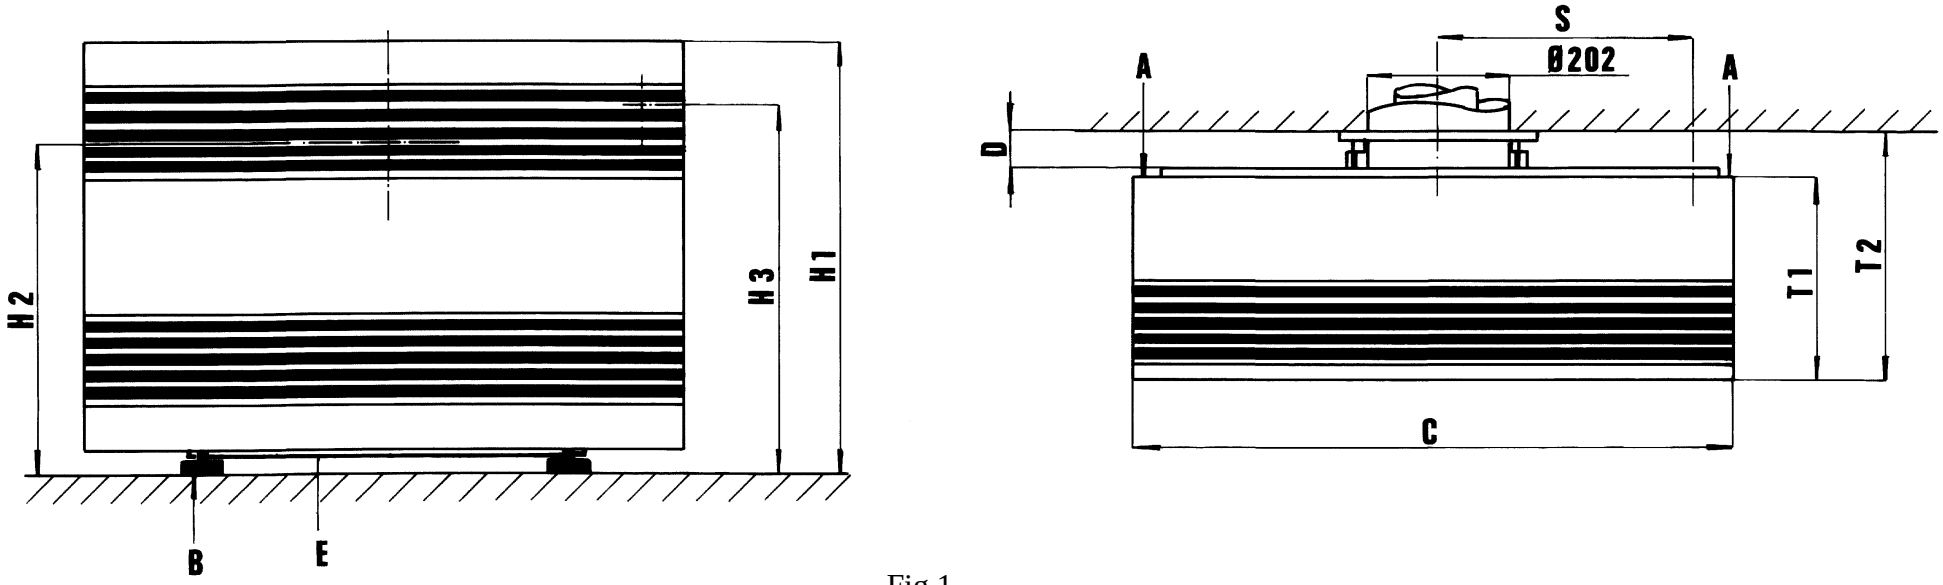

Fig.1
Nach dem Entfernen der Verpackung muss der Mantel zur Vermeidung von Beschädigung während der Montage des Radiators entfernt werden. Dazu müssen zuerst die gewindeschneidenden Schrauben (Siehe Fig. 1) entfernt werden. Drehen Sie das Gerät um und entfernen Sie die zwei Bolzen aus dem Hölzernen Rahmen. Kontrollieren Sie, ob die Grundplatte (E) zwischen den Stützplatten des Radiotors angebracht ist und schrauben Sie die 4 Stellfüsse B in den Stützplatten. Mittels dieser Füsse kann der Gasherd horizontal aufgestellt werden.
d) der Minimumabstand des Bodens bis zum Zentrum der Abfuhr 395 MM beträgt (Fig. 1)
After removing the packaging, the decorative cover must be removed to prevent it from becoming damaged during the installation of the radiator. To do this, first remove the self-tapping screws (A) (see fig. 1).